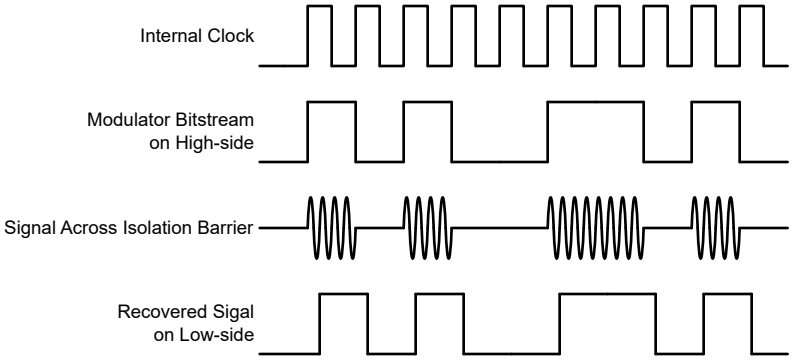

Figure 7-1. OOK-Based Modulation Scheme
The AMC1350 uses an on-off keying (OOK) modulation scheme, as shown in Figure 7-1, to transmit the modulator output bitstream across the SiO_2-based isolation barrier. The transmit driver (TX) shown in the *Functional Block Diagram* transmits an internally-generated, high-frequency carrier across the isolation barrier to represent a digital *one* and does not send a signal to represent a digital *zero*. The nominal frequency of the carrier used inside the AMC1350 is 480 MHz.